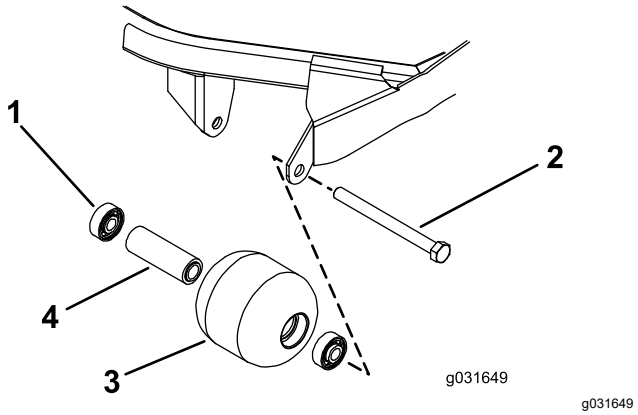

Figur 75
1. Ta bort rullarnas fästbult (Figur 75).
4. Kontrollera att rullkåpan, lagren och lagrets distansbricka är i gott skick (Figur 75).
1. Tryck endast på den yttre lagerbanan eller lika mycket på den inre och yttre lagerbanan, och tryck in det första lagret i rullkåpan (Figur 75)
2. För in distansbrickan (Figur 75).
3. Tryck endast på den yttre lagerbanan eller lika mycket på den inre och yttre lagerbanan, och tryck in det andra lagret i rullkåpan tills det vidrör distansbrickan (Figur 75).